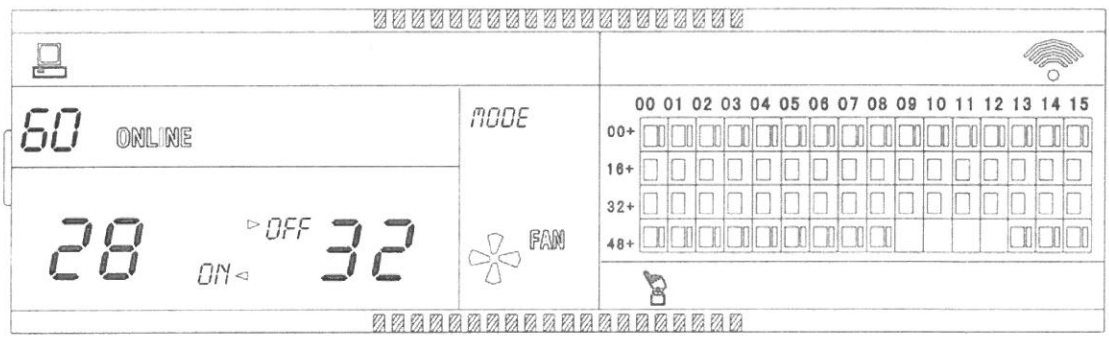

Rys. 2.5 Przykładowy wygląd strony głównej na LCD
① LCD wyświetla stronę główną UI (rys. 2.5): jest 60 sprawnych klimatyzatorów; 28 spośród nich jest włączonych, a 32 – wyłączone.
② Adres klimatyzatora w danej komórce matrycy Klimatyzatorów jest sumą współrzędnych tej komórki. Przykładowo: adresem komórki o współrzędnych { 48+ i 09 } jest liczba 48+09=**57**.
③ W matrycy Klimatyzatorów z rys. 2.5 wyświetlone są duże prostokąty (wewnątrz) komórek od { 16+, 00 } do { 32+, 15 }, lecz małe prostokąty są zgaszone. Oznacza to, że 32 Klimatyzatory, o adresach od 16 do 47, są wyłączone.
④ W matrycy Klimatyzatorów z rys. 2.5 zarówno duże, jak i małe prostokąty (wewnątrz) komórek od { 48+, 09 } do { 48+, 12 } są zgaszone. Oznacza to, że cztery Klimatyzatory, o adresach od 57 do 60 są niesprawne i wyłączone.
⑤ W pozostałych komórkach matrycy (rys. 2.5) wyświetlone są zarówno duże, jak i małe prostokąty. Oznacza to, że wszystkie pozostałe Klimatyzatory w sieci są włączone i sprawne (tj. bez usterek).
⑥ Pozostałe wskazania strony z rys. 2.5 informują, że Sterownik Centralny utrzymuje aktualnie niezakłóconą łączność z Komputerem lokalnym sieci oraz że ma aktywną blokadę przycisków.